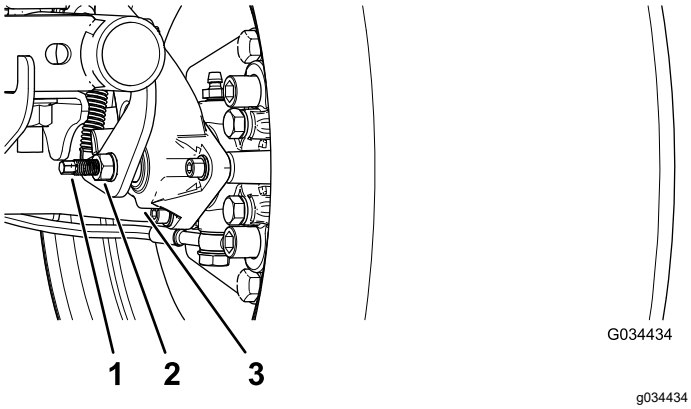

**Figuur 50**
3. Gebruik 2 sleutels en houd met de ene de afstelstang van de klauw vast terwijl u met de andere sleutel de contramoer een kwartslag losdraait (Figuur 50).
4. Hou de afstelstang en de contramoer vast en draai de afstelstang in om deze te bevestigen (Figuur 50).
5. Hou de afstelstang en de contramoer vast en draai een kwartslag los (Figuur 50).
6. Hou de afstelstang en de contramoer vast en draai de contramoer aan (Figuur 50).